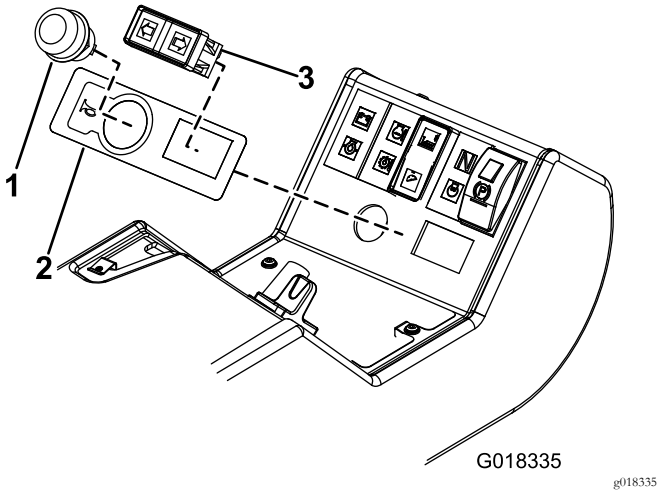
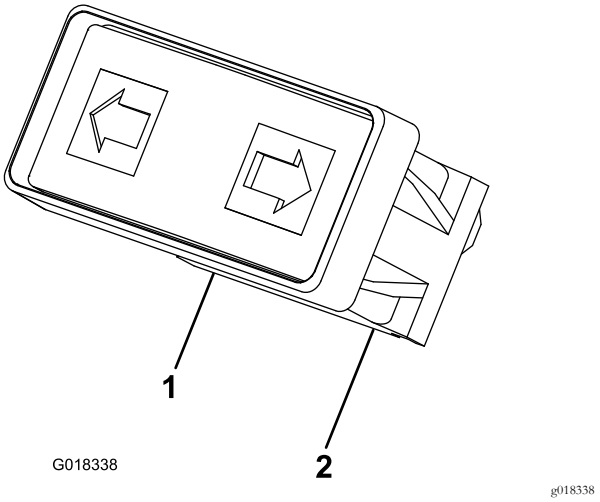

Figure 20
Figure 21
9. Apposez l'autocollant de l'avertisseur sonore en l'alignant sur les bords des trous rond et rectangulaire (Figure 20).
10. Montez le bouton d'avertisseur sonore et l'interrupteur des clignotants sur le panneau de commande (Figure 20). Montez l'interrupteur des clignotants avec les fils vert/rouge à gauche et les fils vert/blanc à droite, comme montré à la Figure 21.